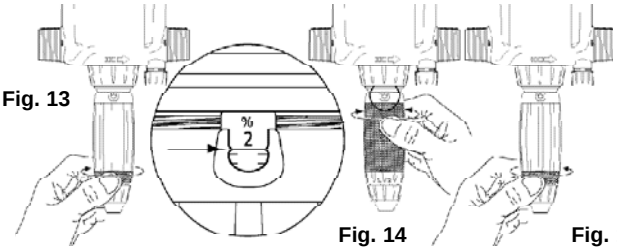

Fig. 13 **Fig. 14** **Fig. 15**
- Unscrew the retaining ring (**Fig. 13**).